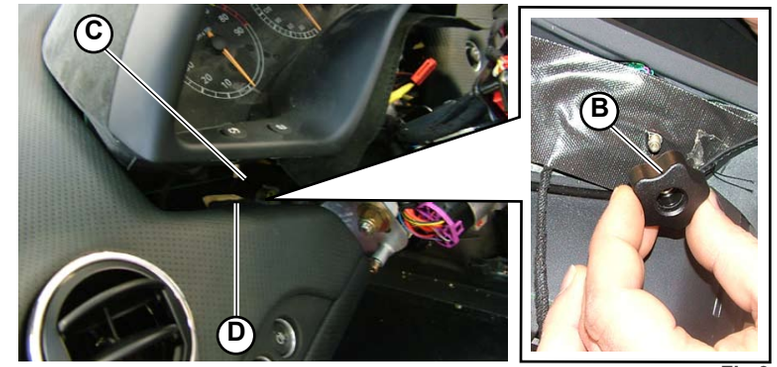

Fig.9
2. Access the apertures left by the removed air vents and unscrew the 2 knobs (**B-Fig.9**) securing the 2 stud bolts (**C-Fig.9**) on the dashboard cover to the 2 flanges (**D-Fig.9**) on the dashboard.